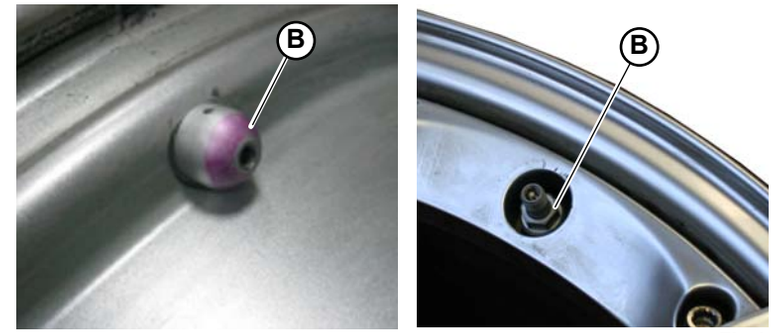

Fig.9
1. Insert the valve (**B-Fig.9**) with the head (which contains the threaded hole for connecting the TPMS sensor) facing toward the inside of the rim.